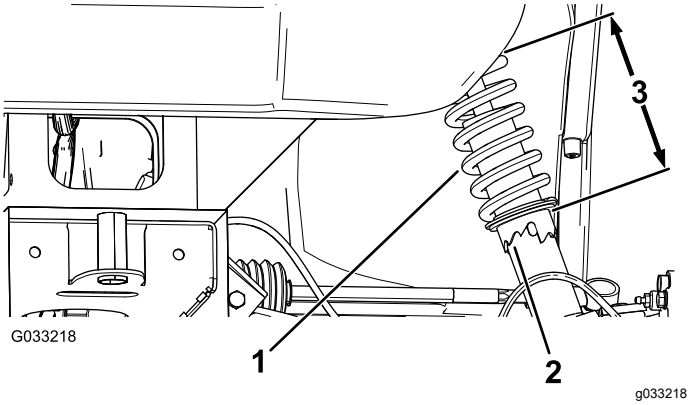

Figur 44
2. Hvis hjulets cambervinkling ikke er riktig, roteres kragen på støtdemperen med en skiftenøkkel til hjulet er justert (Figur 44).